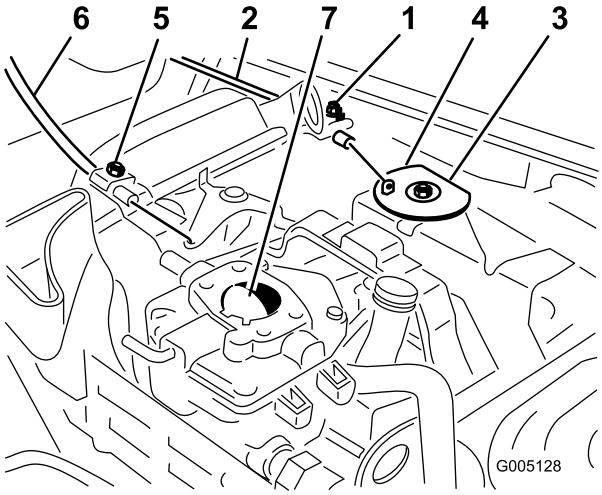

Figur 35
1. Lossa skruven på kabelklämman som fäster kabeln vid motorn (Figur 35).
3. Dra hårt i gasvajern tills lekarens baksida rör vid stoppet (Figur 35).
3. Dra hårt i chokevajern tills chokeregleringsspjället är helt stängt, och dra sedan åt skruven på kabelklämman (Figur 35).